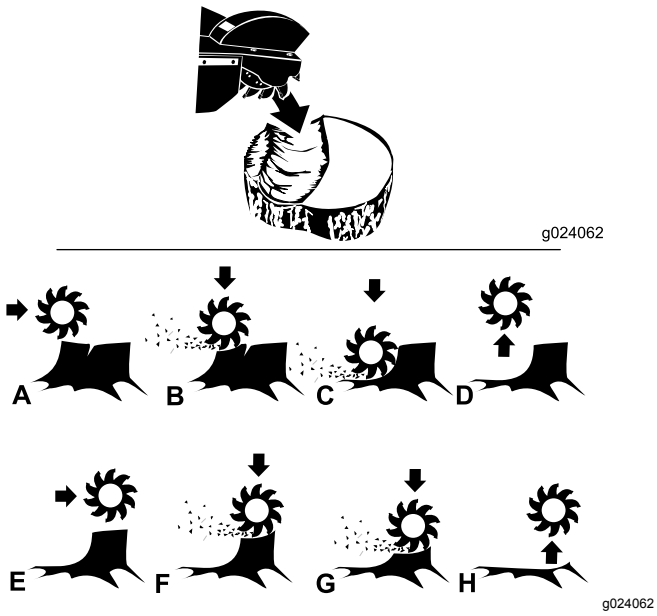

Figure 11
6. Déplacez le disque de coupe d'avant en arrière, en l'abaissant d'environ 1 à 2,5 cm (½ à 1 po) avant chaque déplacement, jusqu'à ce que la partie avant de la souche soit rabotée au niveau du sol (A à D sur la Figure 11).
8. Répétez les opérations 5 et 7 jusqu'à ce que la souche ait complètement disparue (E à H à la Figure 11).